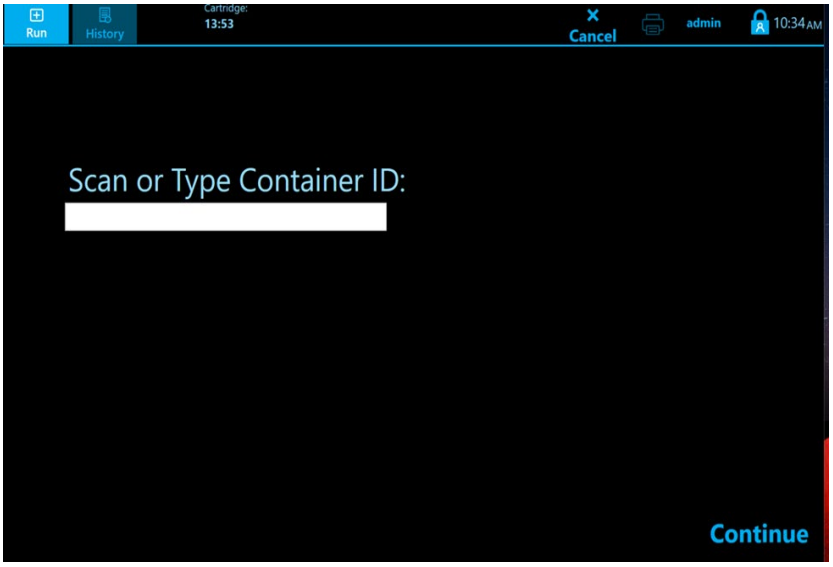

Figure 17. Enter Container ID Screen
1. If Positive Patient ID (PPID) with LIS is enabled, The Scan or Type Container ID screen displays. Scan or type in the Container ID. If typed, follow by pressing “Continue” (Figure 17).